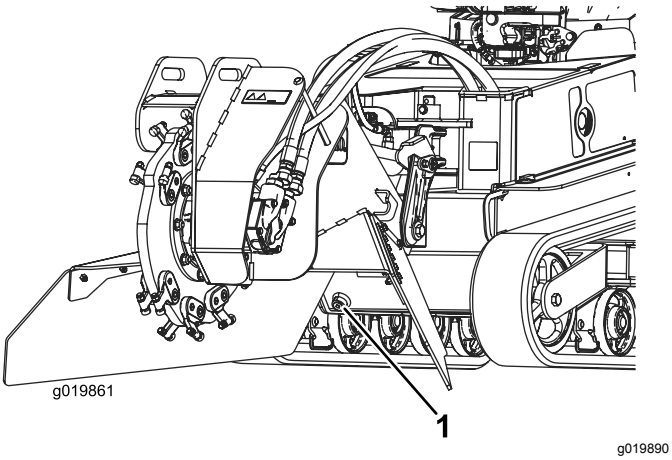

Figur 62
7. Ta bort hydraultankens avtappningsplugg och låt vätskan tömmas ut i kärlet (Figur 62).